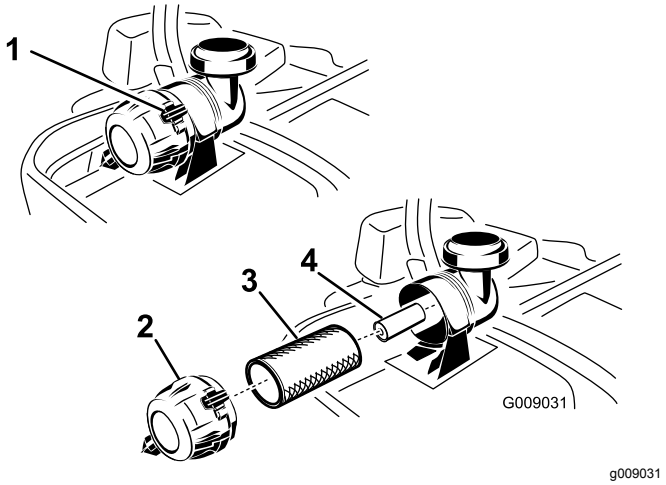

**Figur 52**
3. Lossa spärrhakarna på luftrenaren genom att trycka dem nedåt och dra av luftrenarkåpan från luftrenarhuset (Figur 52).
5. Dra försiktigt ut huvudfiltret ur luftrenarhuset (Figur 52). Undvik att knacka filtret mot sidan på luftrenarhuset.
1. Rengör inte pappersfiltret, utan byt ut det (Figur 52).
2. Skjut försiktigt in filtret i filterhuset när du byter ut sekundärfiltret (Figur 52).
3. Skjut försiktigt huvudfiltret över sekundärfiltret (Figur 52).
5. Montera luftrenarkåpan med ventilatorlocket nedfällt och vrid den så att spärrhakarna låser fast kåpan på dess plats (Figur 52).